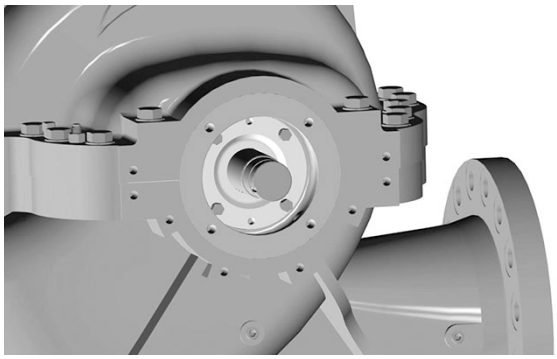

Figure 30: Seal end cover (seal gland) fastened to seal body (stuffing box)
3. First insert the shoulder ring on the shaft (only at outboard bearing side) and then lightly coat the outboard end of the pump shaft with P-80 Rubber Lubricant Emulsion, vegetable oil, or equal and slide the mechanical seal head onto the shaft. Do not compress the seal spring at this time. (see Figure 30)